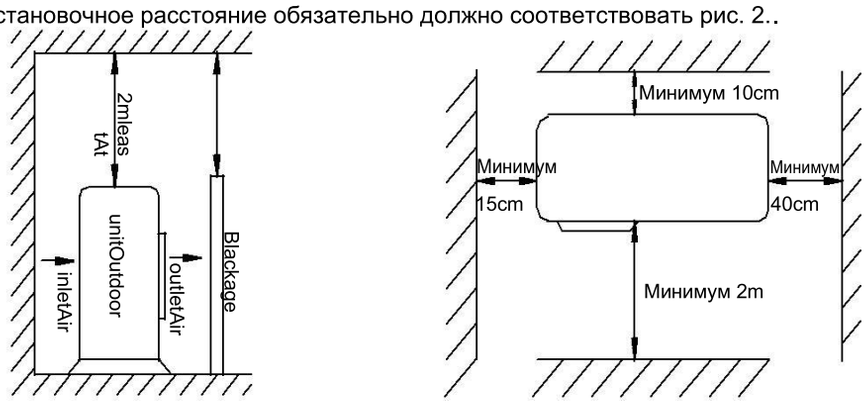

Рис.2
- Установочное расстояние обязательно должно соответствовать рис. 2..